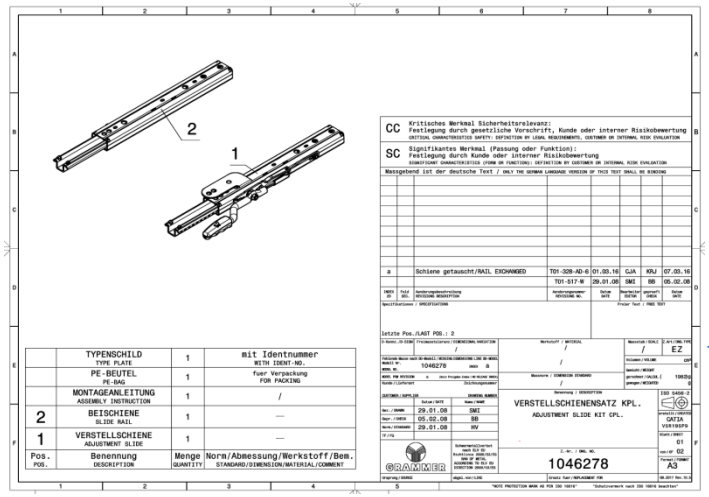

Bild 6.4.1
- **Blatt 1 (siehe Bild 6.4.1) der Ersatzteilzeichnung**